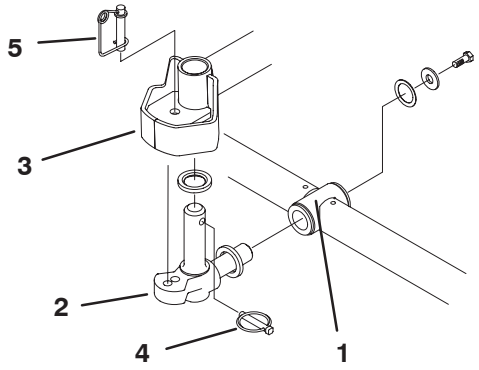

Figuur 4
6. Plaats een drukring op de horizontale as van het scharnierpunt zoals wordt getoond op Figuur 4.